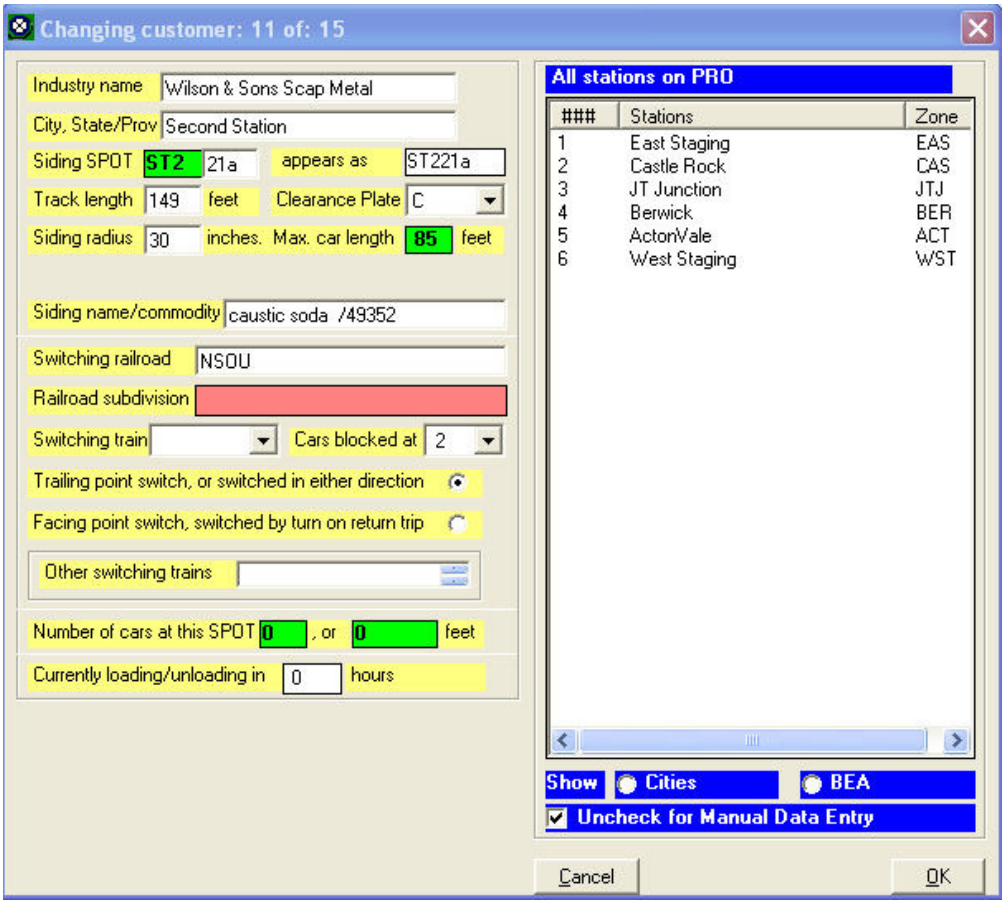

Figure 6-19
4. Click on the "City, State/Prov" (tt) data field. The window should now look like the one in Figure 6-19.